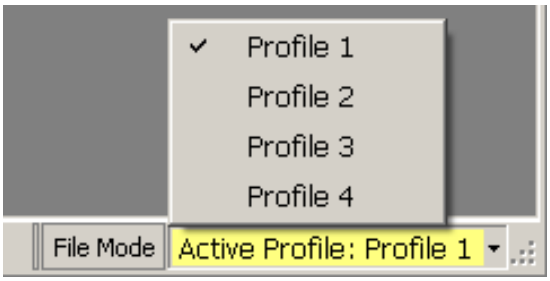

Figure 2-31 Set Active Profile from TapTalk Information Bar
3. Select the desired profile to activate. The Active Profile will be indicated in the menu dropdown and the TapTalk Lower Information Bar (Figure 2-31).